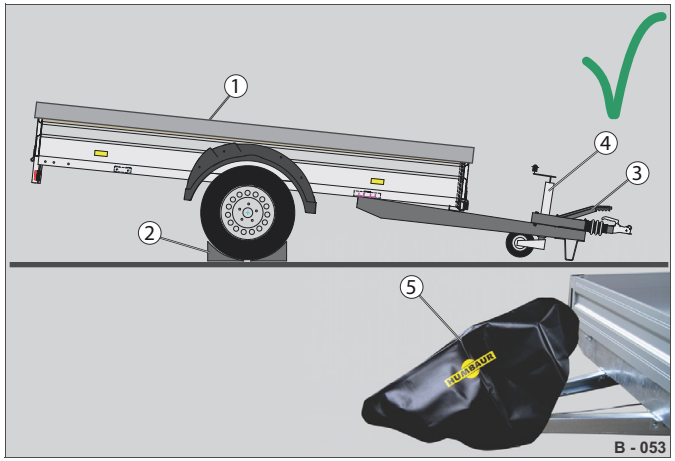

Abb. 97 Přívěs brzděný
- ▶ Chraňte přívěs před povětrnostními vlivy krytem, např. krycí plachtou (Abb. 97/1) a krycí kapotou (Abb. 97/5).